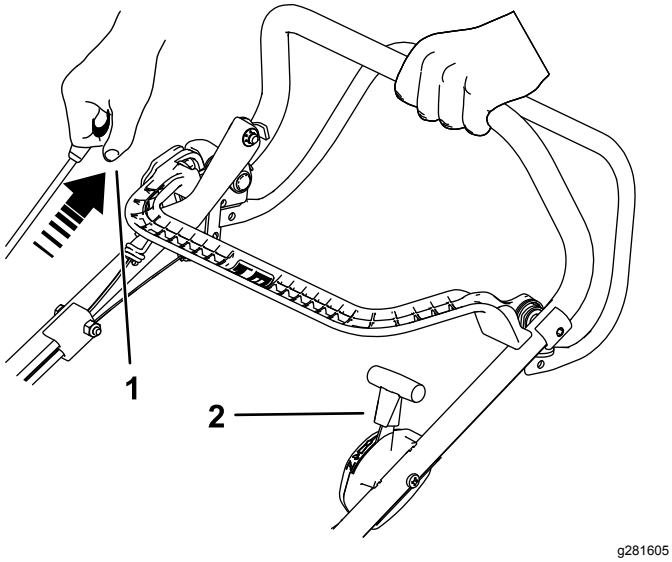

Rysunek 14
2. Pociągnij za uchwyt rozrusznika do momentu wyczucia oporu, a następnie pociągnij go gwałtownie w celu uruchomienia silnika. Jeżeli silnik był uruchamiany w pozycji ssania, po jego uruchomieniu powoli przesuń dźwignię przepustnicy do pozycji SZYBKO (Rysunek 14).